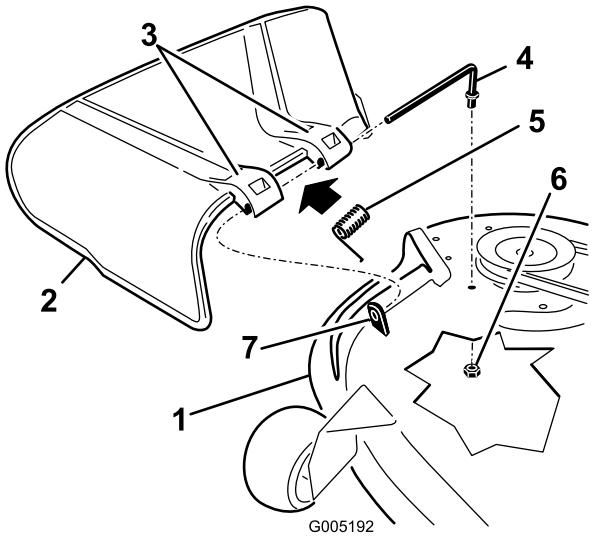

Figur 71
1. Find de på Figur 71 viste dele.
2. Fjern møtrikken (3/8 tomme) fra stangen under plæneklipperen (Figur 71).
3. Skub stangen ud af det korte afstandsstykke, fjederen og græsdeflektoren (Figur 71). Fjern den beskadigede eller slidte græsdeflektor.
4. Udskift græsdeflektoren (Figur 71).
6. Anbring fjederen på stangen, med endekabler nedad, og mellem græsdeflektorbeslagene. Skub stangen gennem det andet græsdeflektorbeslag (Figur 71).
7. Sæt stangen ved forenden af græsdeflektoren ind i det korte afstandsstykke på skjoldet. Fastgør stangens bageste ende i plæneklipperen med en møtrik (3/8 tomme) (Figur 71).